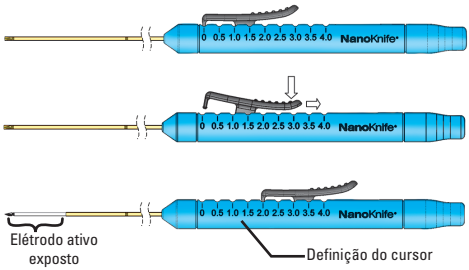

Figura 6: Ajuste da exposição do elétrodo
13. Verifique o comprimento do elétrodo exposto indicado pelo cursor no manípulo (consulte a Figura 6).